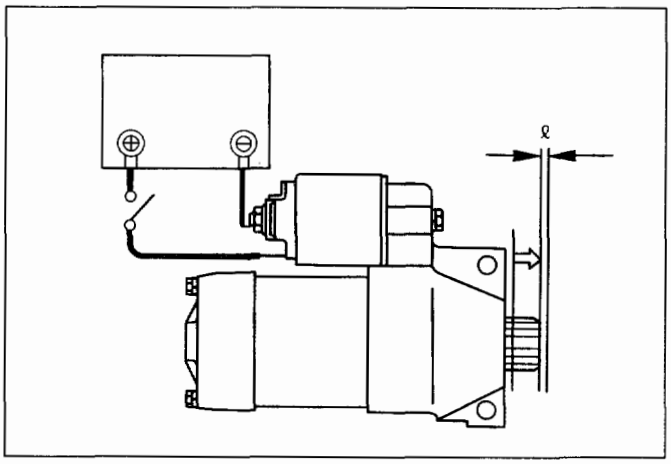

Fig. 6D2-32
- Connect the "+" cable of battery to terminal S and the "–" cable to terminal M. Turn the switch on, and measure pinion travel dimension " ℓ " in thrust direction from the jump-out position. (Fig. 6D2-32)